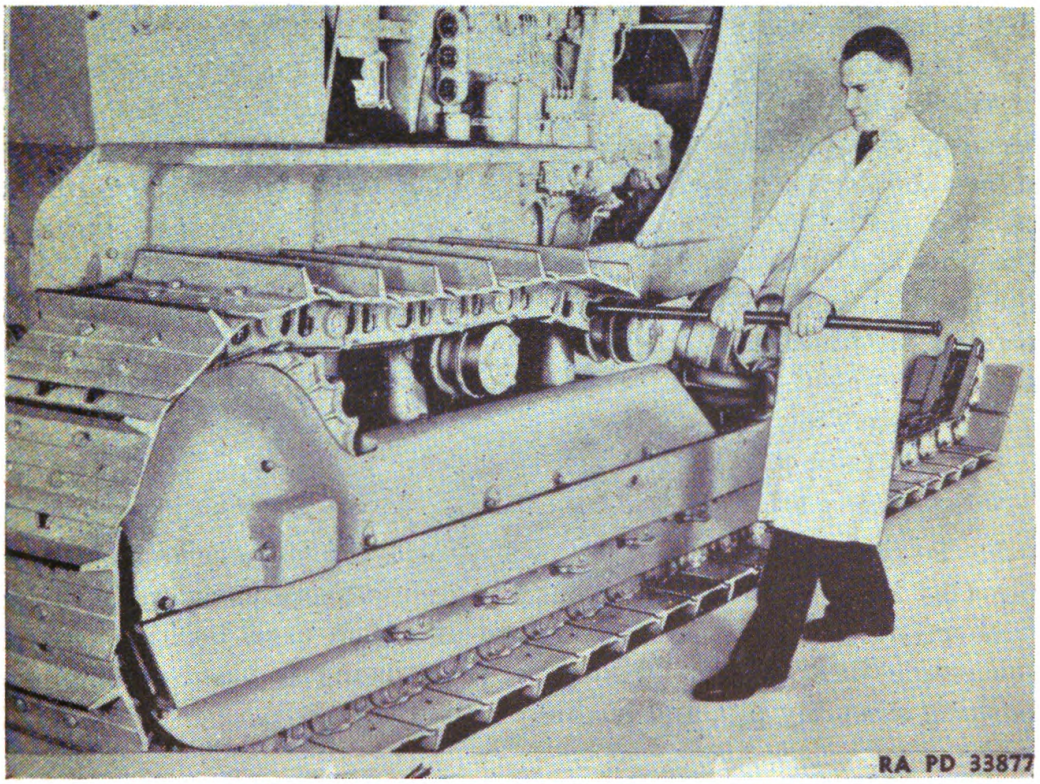

FIGURE 161.—Bar method of laying out track.
c. Using a bar (fig. 161), slowly back up the tractor to lay out the track. In the interest of personal safety, always hold the bar from the side as shown, whether removing or replacing the track.